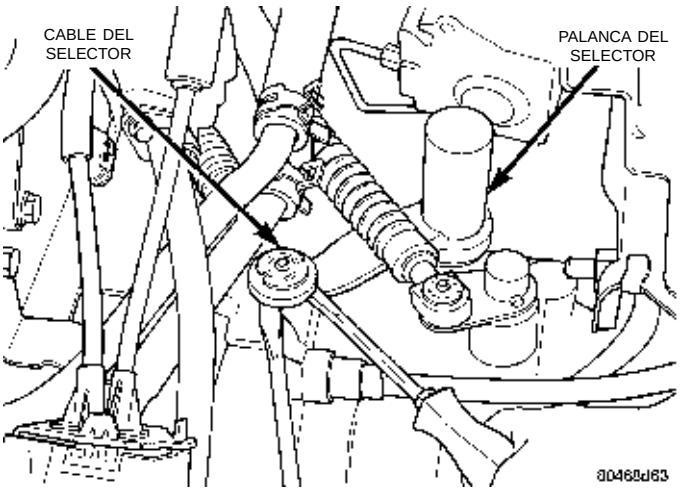
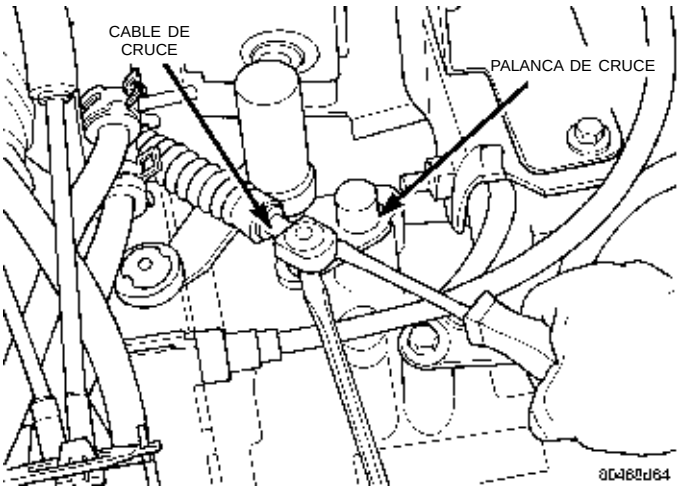

Fig. 10 Desmontaje del cable del selector
Fig. 11 Desmontaje del cable de cruce
(1) Desconecte el Centro de distribución de tensión de la bandeja de la batería y déjelo a un lado.
(2) Retire la bocina de entrada del depurador de aire.
(3) Retire la batería y la bandeja de la misma.
(4) Desconecte los extremos del cable del cambio de marchas de las palancas de cambios del transeje (Fig. 10) (Fig. 11).